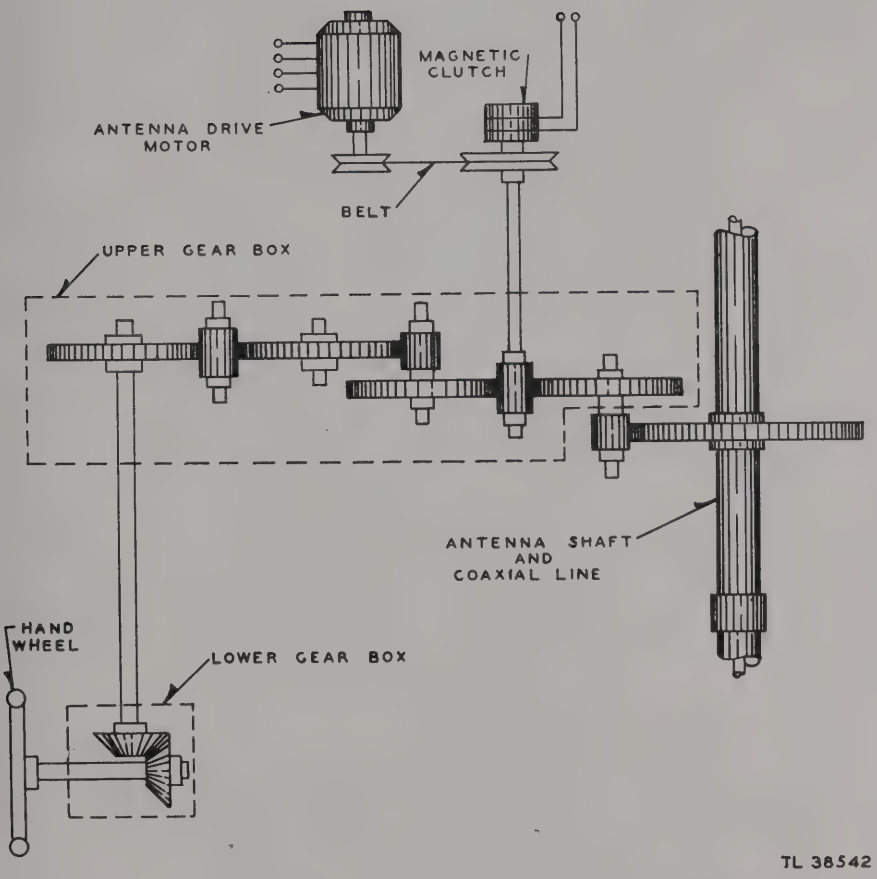

Figure 12. Mechanical antenna controls, schematic diagram.
b. Antenna Drive Mechanical Parts (figs. 12 and 13). The antenna is revolved by the drive motor through a V-belt and a train of gears